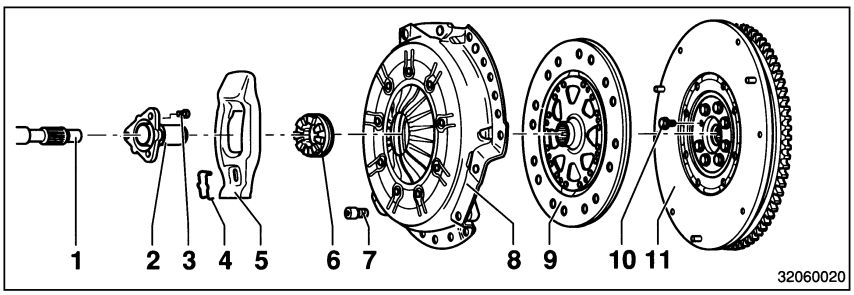
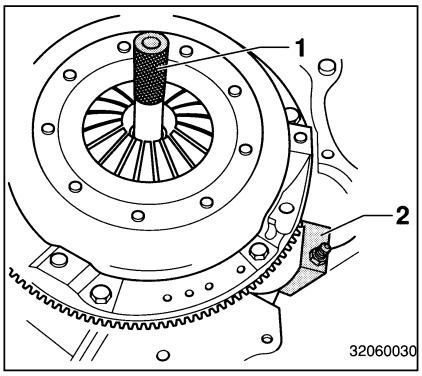

Figure 2 **Assembling and disassembling the clutch**
Figure 3 **Centring mandrel and countersupport**
- Unscrew the fastening screws (Figure 2/7) from the clutch cover assembly (Figure 2/8), working uniformly and crosswise and remove the cover assembly together with the clutch disc (Figure 2/9).
- Apply Sachs clutch grease sparingly to the sliding surfaces of the clutch release bearing (Figure 2/6) and the splines of the central shaft (Figure 2/1).
To tighten the clutch cover assembly, lock the flywheel (Figure 2/11) with the retaining device W2 (Figure 3/2).
- To centre the clutch disc, use the centring mandrel (Figure 3/1) from W1.